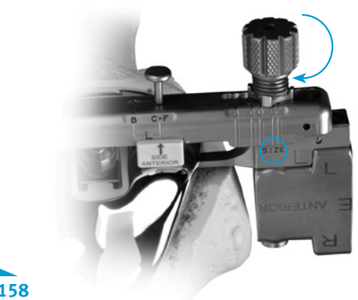

Fig. 158
- Tighten the thumb screw in the location on the arm body such that the appropriate size femur matches the size indicated by the Condylar Trephine Guide **(Fig. 158)**. This will secure the Condylar Trephine Guide to the notches of the femoral component.